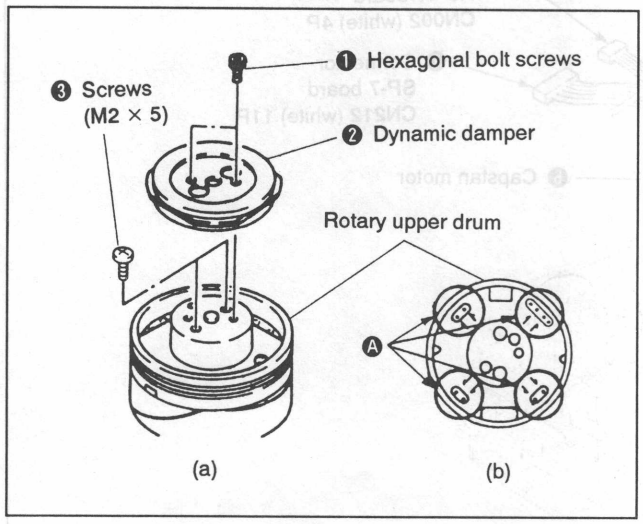

Fig. 7-46.
2) Remove the two hexagonal bolt screws ❶, and remove the dynamic damper ❷. (See Fig. 7-46.)
3) Remove all ten solders in section Ⓐ and confirm that the board and the pins on the bottom can move freely, using tweezers or the like. (See Fig. 7-46.)
4) Remove the two screws (M2 × 5) ❸. (See Fig. 7-46.)
6) Solder the pins in section Ⓐ. (See Fig. 7-46.)
7) Mount the dynamic damper ❷ with two hexagonal bolt screws ❶. (See Fig. 7-46.)